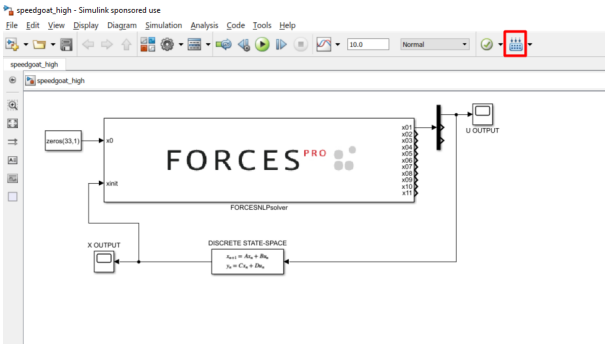

Figure 10.74: Compile the code of the Simulink model.
15. (Figure 10.74) Compile the code of the Simulink model. This will also automatically load the model to the connected Speedgoat platform.